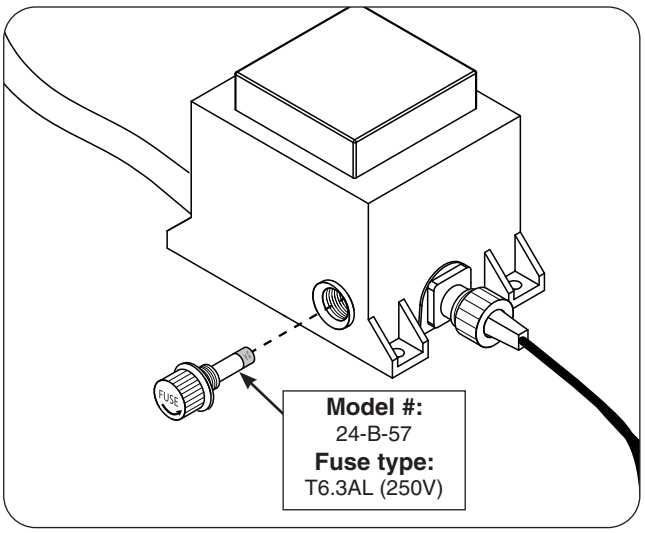

Fig. 29-2 Fuse replacement
4. Locate the fuse holder on the power supply (see Fig. 29-2).